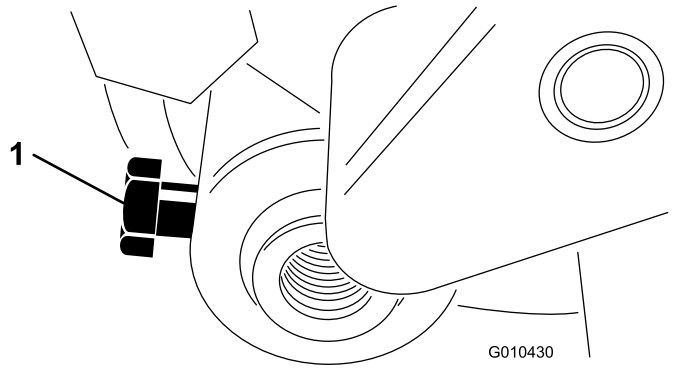

Bild 16
9. Stecken Sie die Rollenwelle in den linken Einstellarm und befestigen sie lose mit einer Schraube (M6-1 mm x 12 mm), wie in Bild 16 abgebildet.
4. Zentrieren Sie die Rolle zwischen den Einstellarmen und ziehen Sie die Befestigungsscheiben fest (Bild 16).